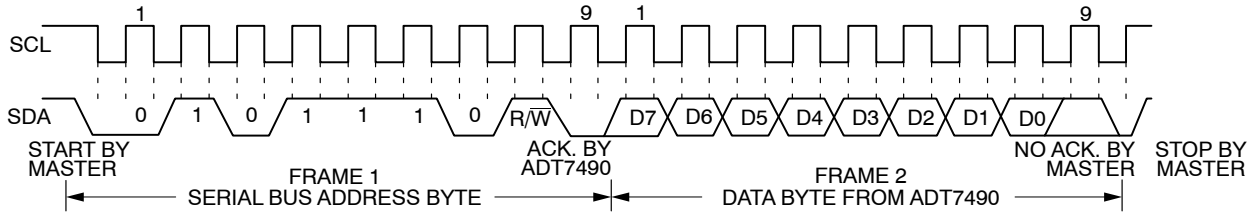

Figure 20. Reading Data from a Previously Selected Register
A read operation is then performed consisting of the serial bus address, R/$\overline{\text{W}}$ bit set to 1, followed by the data byte read from the data register. This is shown in Figure 20.
2. If the address pointer register is known to be already at the desired address, data can be read from the corresponding data register without first writing to the address pointer register, as shown in Figure 20.